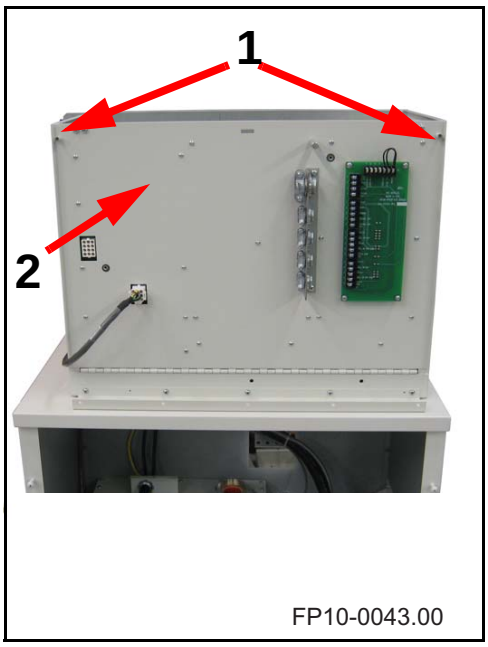

Figure 6-3. The power module door is secured in place by two thumb screws.
3 Unscrew the two thumb screws (1 in Figure 6-3) to open the power module door (2).